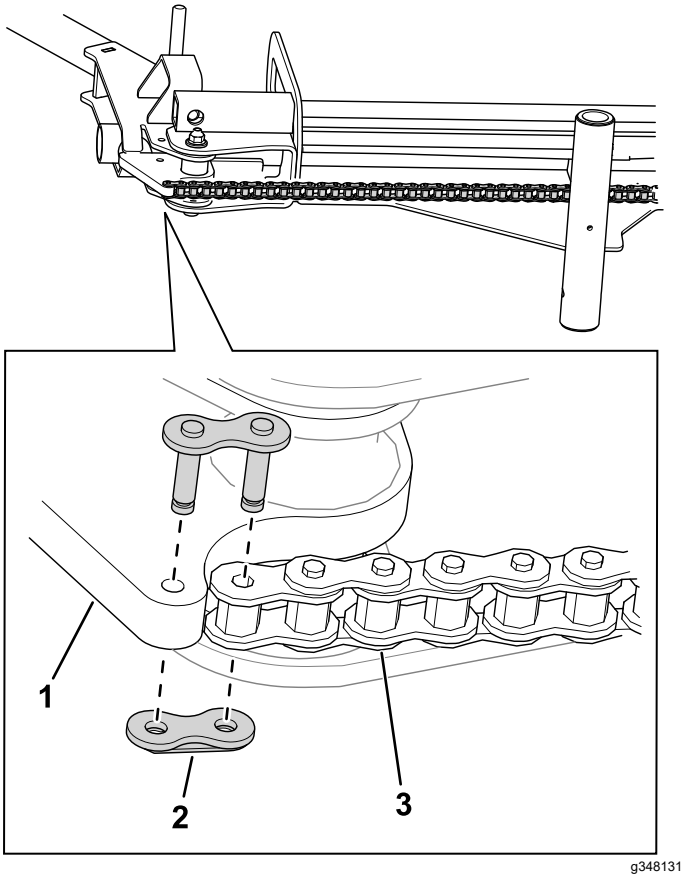

Rysunek 7
9. Użyj ogniwa łańcucha, aby połączyć łańcuch z zespołem najazdu (Rysunek 7).